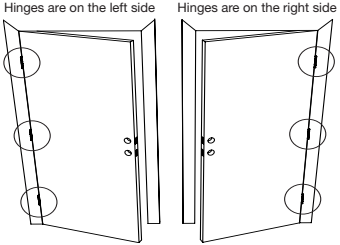

Figure 2a
a. If the hinges are on the left your door is Left Handed (Figure 2a).